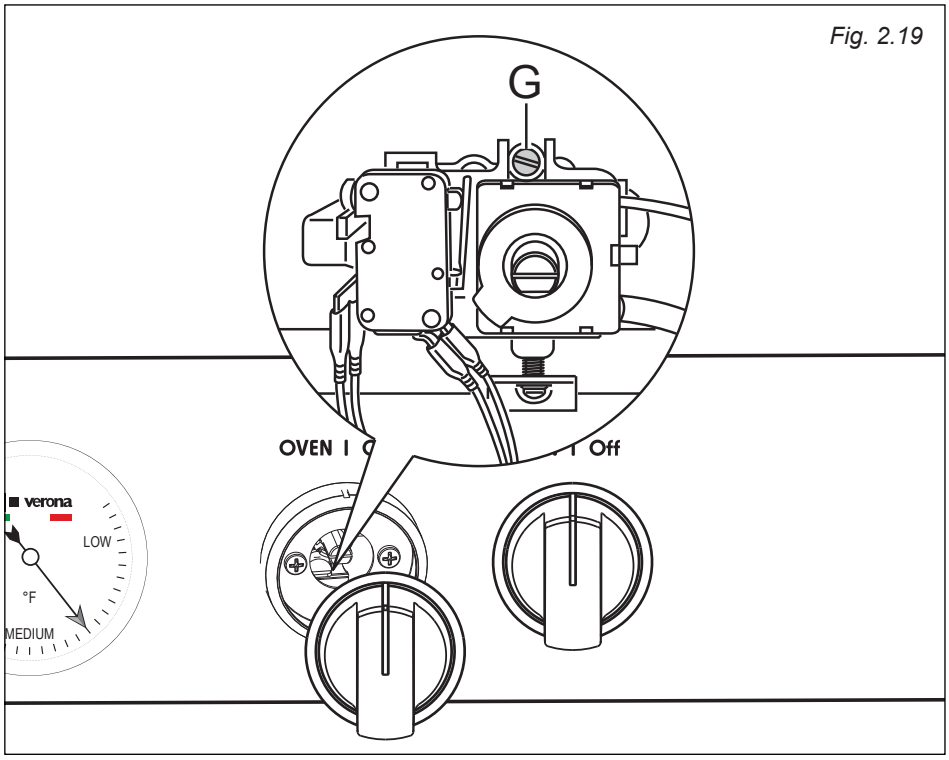

Fig. 2.19
- Remove the knob and unscrew the by-pass screw "**G**" (fig. 2.19) about three times by passing a small flat screwdriver (Ø 3 mm blade, 100 mm length) through the panel opening.
- After having removed the knob again and being very careful not to turn the tap rod, slowly screw the by-pass screws "**G**" (fig. 2.19) until you obtain a flame of 3-4 mm in height. The flame should not go out even when passing suddenly from maximum to minimum flame.